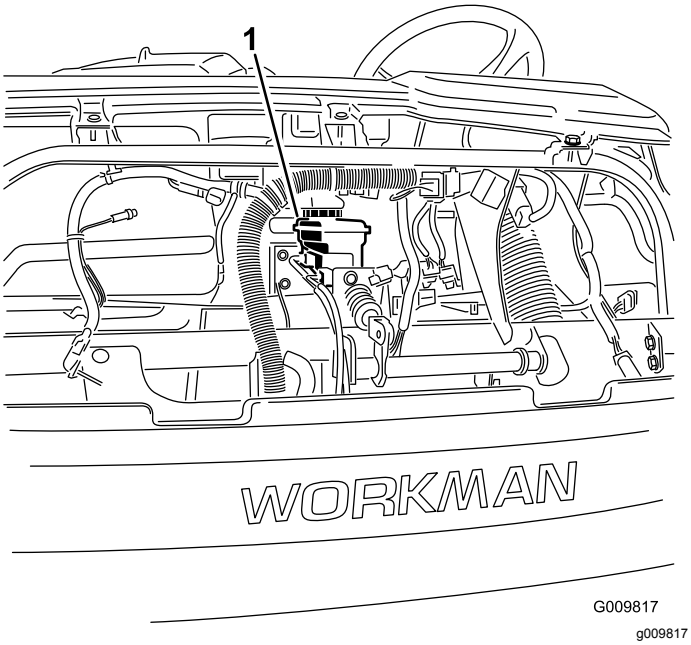

Figura 56
4. Sollevate il cofano per avere accesso al cilindro del freno principale e al serbatoio (Figura 56).